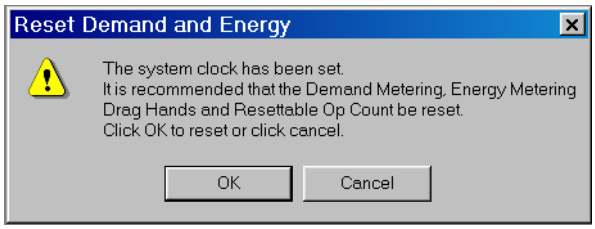

Figure 3-66 Reset Demand and Energy Warning Dialog Screen
6. If Control Clock was selected, then input the desired Date/Time, then select **Save**. TapTalk will respond with a Reset Demand and Energy warning screen (Figure 3-66).